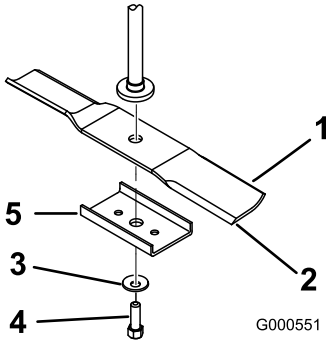
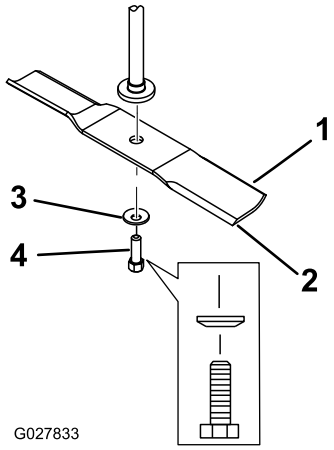

**Figur 53**
**Figur 54**
2. Fjern knivoppstrammeren (kun klippeenheter på 81 cm), knivbolten, bueskiven og kniven fra spindelakselen (Figur 53 og Figur 54).
1. Monter kniven på spindelakselen (Figur 54).
2. Monter knivoppstrammeren (kun klippeenheter på 81 cm), bueskiven (den hule siden skal vende mot kniven) og knivbolten (Figur 54).